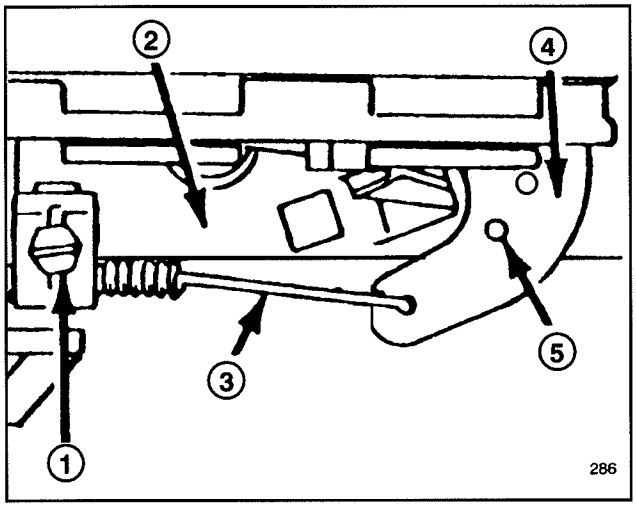

Afbeelding 18
3. Maak de schroef van de kabelklem los totdat u de gasklepkabel kunt wegschuiven (Afb. 18).
4. Beweeg de gaskabel naar links of naar rechts tot de gaatjes in de gashendel en de gasklepbeugel op één lijn liggen (Afb. 18).